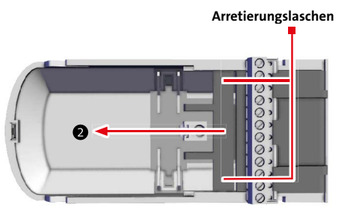

Abb.1 Ausfahren des Schlittens
2. Fahren Sie den Schlitten nach unten aus. Drücken Sie dazu die beiden Arretierungslaschen des Schlittens (siehe Abb. 1).